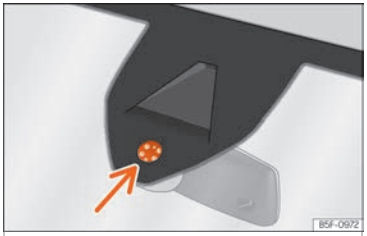

Fig. 138 Superficie sensible del sensor de lluvia.
Las posibles causas de anomalías e interpretaciones erróneas *en la zona de la superficie sensible* ››› fig. 138 del sensor de lluvia son, entre otras:
- **Limpie regularmente la superficie sensible del sensor de lluvia y compruebe posibles daños en las escobillas ››› fig. 138 (flecha).**